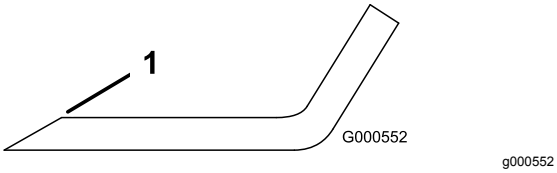

Figur 90
1. Anvend en fil til at slibe begge ender af skærekniven (Figur 90).